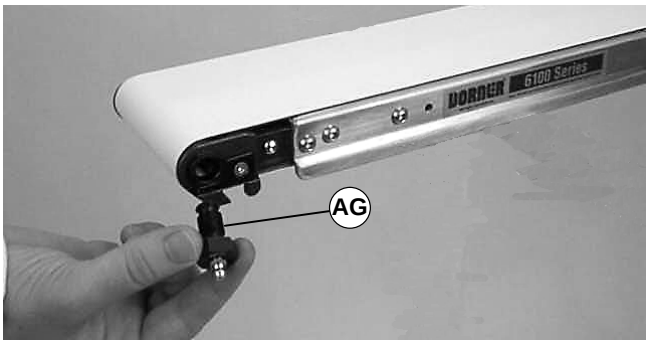

Abbildung 13
2. Den Schmieradapter von Dorner (Teilnr. 200046M) installieren (AG siehe Abbildung 13). Sicherstellen, daß die Adapterschulter an der Endplatte des Förderers anliegt.